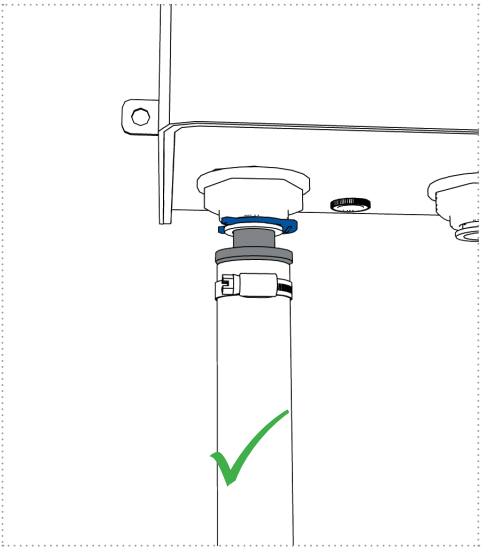

Figure 12a
5. Vérifiez toutes les connexions sur un siège correct et une liaison sans tension à l'unité UV (figures 12a et 12b).